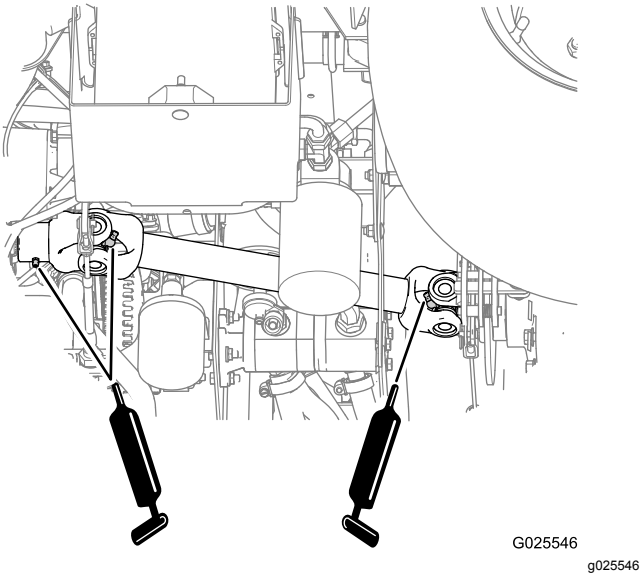

图39
- **驱动轴万向节2 个**请参阅图39
- **滑动轭1 个**请参阅图39